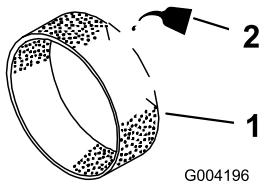

Figur 45
3. Legg 30 eller 60 ml olje på forfilteret (Figur 45).